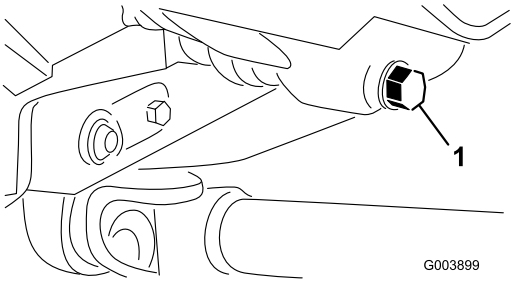

Figur 52
1. Fjern aftapningsproppen (Figur 52), og lad olien flyde over i aftapningsbeholderen.